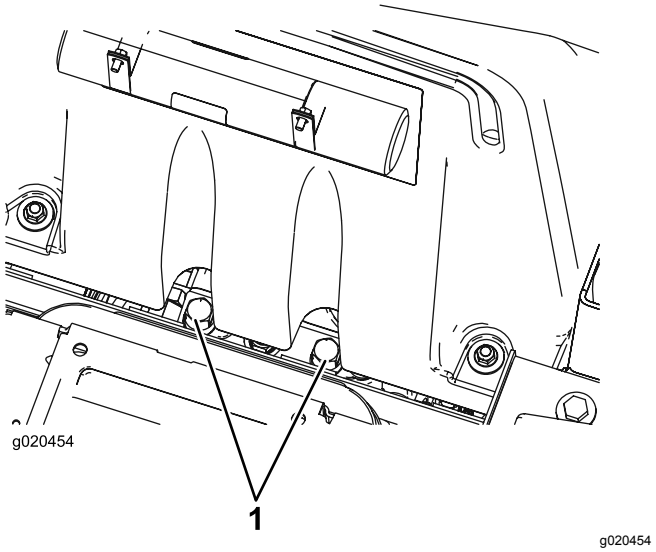

Figur 55
1. Höj upp sätet. Förbikopplingsventilerna är placerade under bränsletankens framsida (Figur 55).